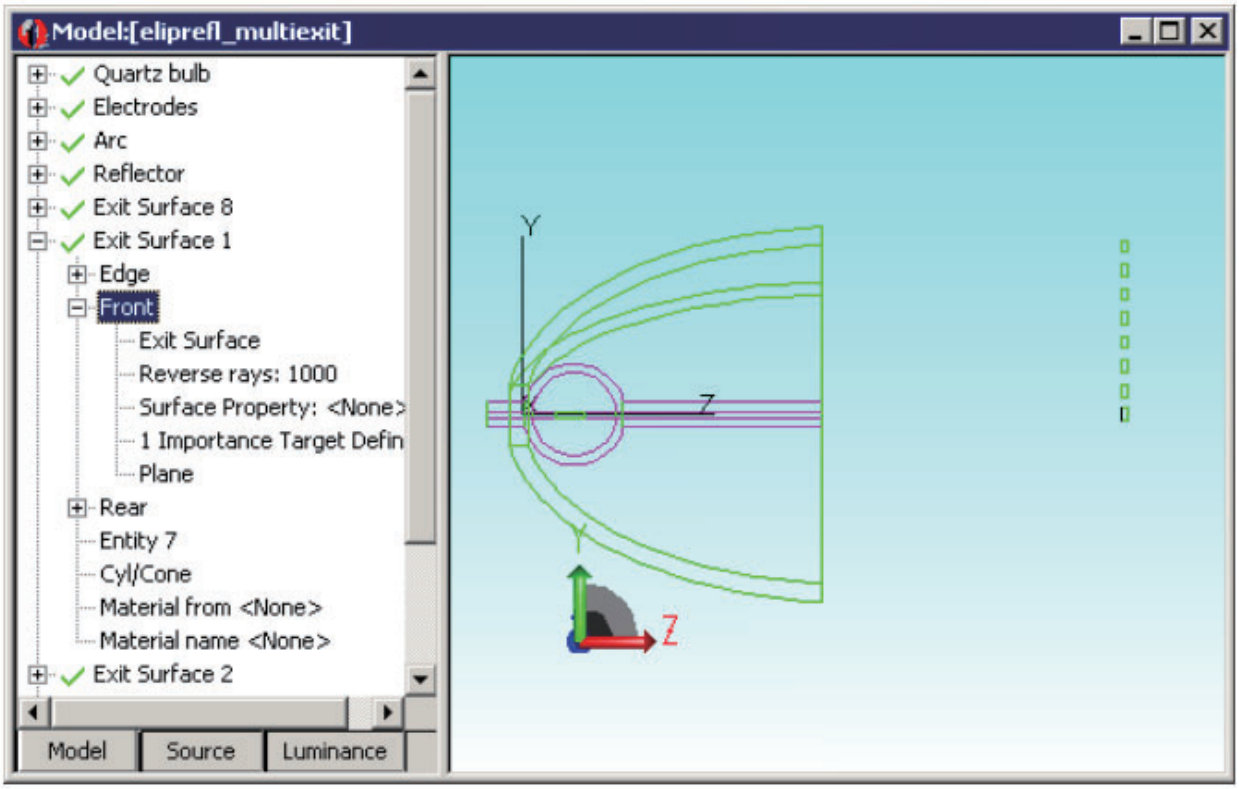

FIGURE 9.68 - Completed model with multiple exit surfaces.
3. 図 9.68 に示すように、Front サーフェスを選択し、Exit Surface にします。
システムツリーを開き、オブジェクトの名前を Exit Surface 1 から Exit Surface 8 に変更してください。y = 0 にあるものを Exit Surface 1、y = 40 にあるものを Exit Surface 2 というように、順番にラベル付けしてください。完成したモデルは図 9.68 に示されています。**ファイル | 保存**を選択して、モデルを保存してください。